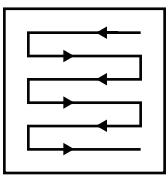

Fig. 16
5. Tondre en suivant des rangées qui se chevauchent légèrement. Le modèle le plus efficace pour tondre les pelouses est la ligne droite parallèle à l'une des bordures. Cela permet de tondre la pelouse en rangées régulières et garantit qu'aucun endroit de la pelouse n'a été oublié (Fig. 16).